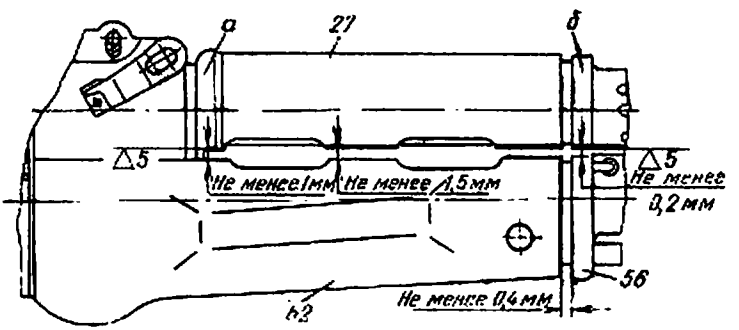

Рис. 45. Подгонка цевья и ствольной накладки:
5. Проверить зазоры между цевьем и ствольной накладкой. Если зазоры окажутся менее указанных на рис. 45, зачистить нижние плоскости ствольной накладки.
4. Проверить зазоры между ствольной накладкой и цевьем. Если зазоры окажутся менее указанных на рис. 45, зачистить нижние плоскости ствольной накладки.